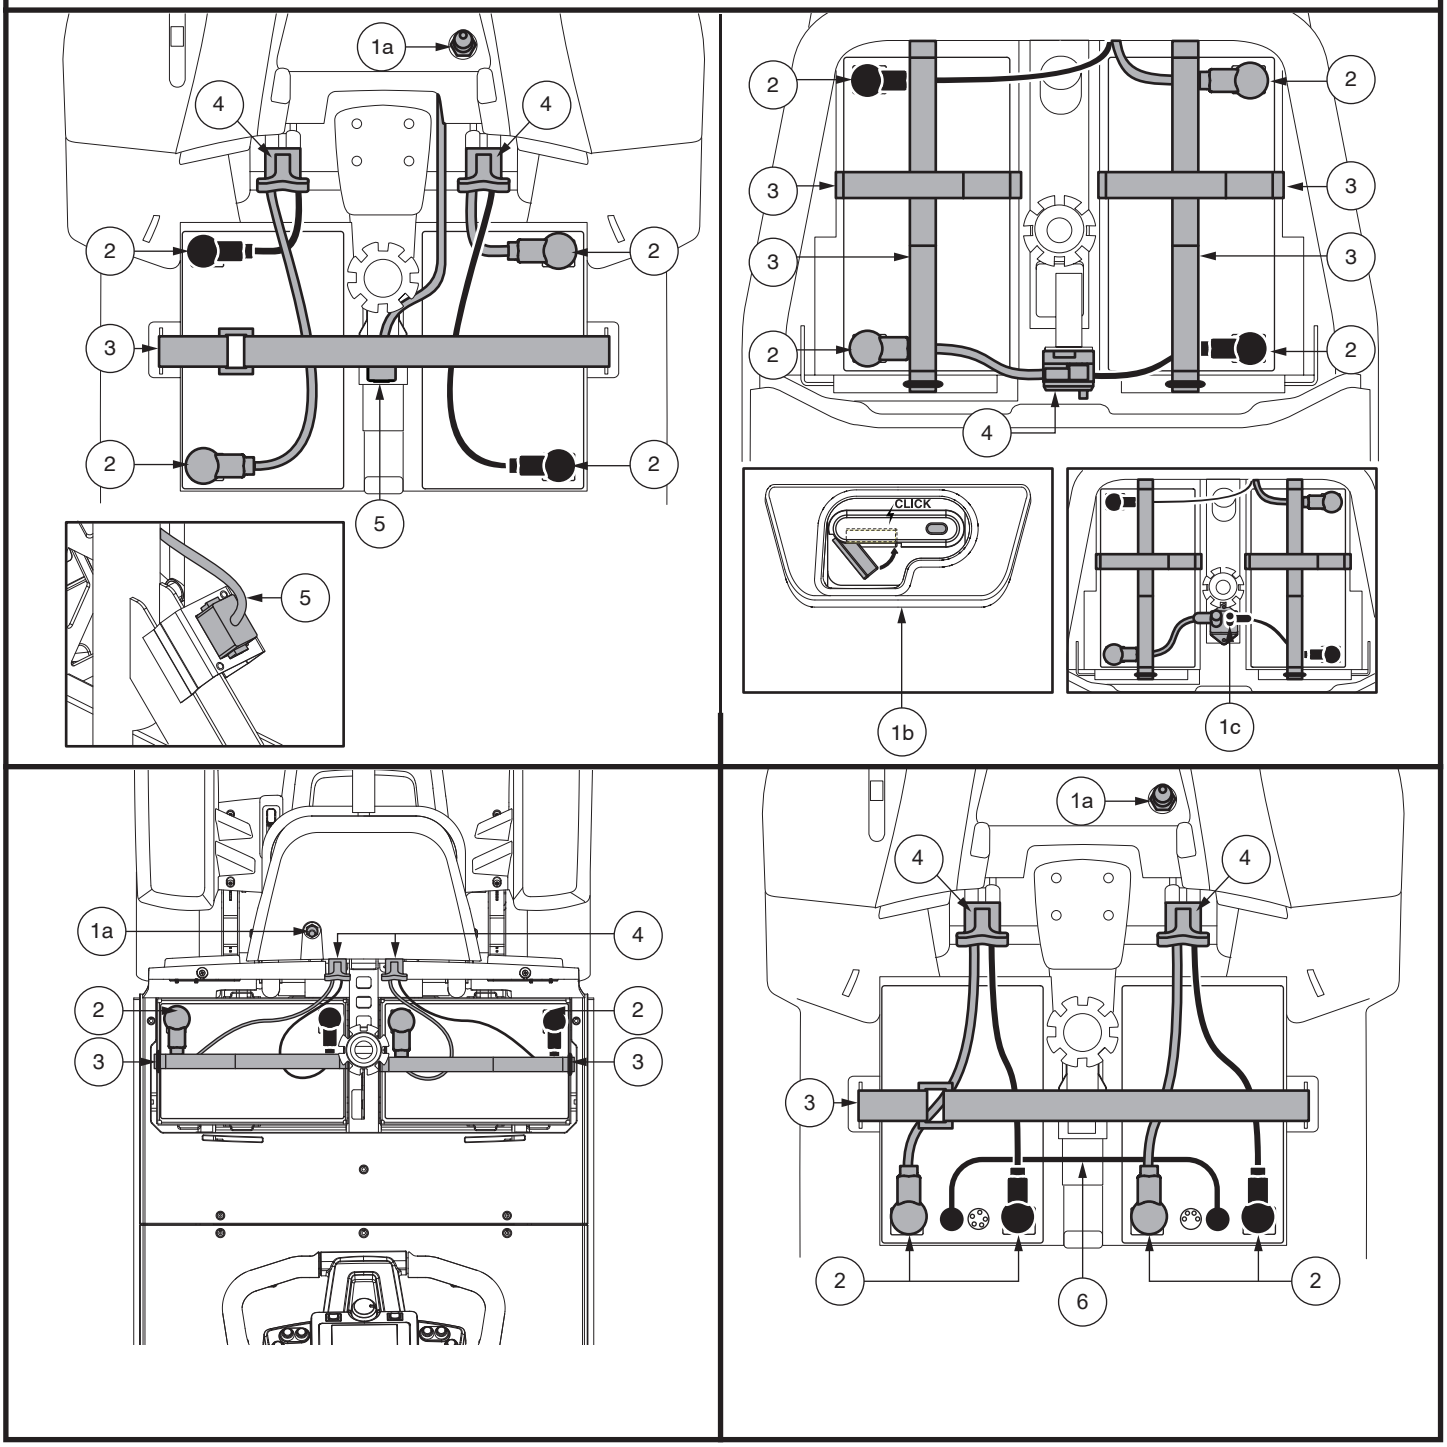

Figura 17. Remoción de la batería / Instalación de Terminales y Conexiones
6. Coloque una nueva batería en cada espacio destinado a las baterías. Las terminales de la batería deben mirar en sentido contrario al asiento, con las terminales positivas (+) y negativas (-) posicionadas tal como se indica en la **figura 17.**
NOTA: Los modelos 614 y 714 usan cinchas para batería para fijar las baterías a los espacios destinados a las baterías. Por favor, vea la figura 17 para conocer los procedimientos de instalación de cinchas de batería.